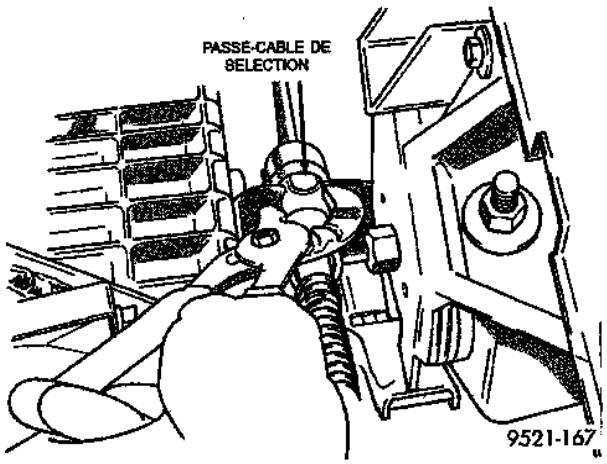
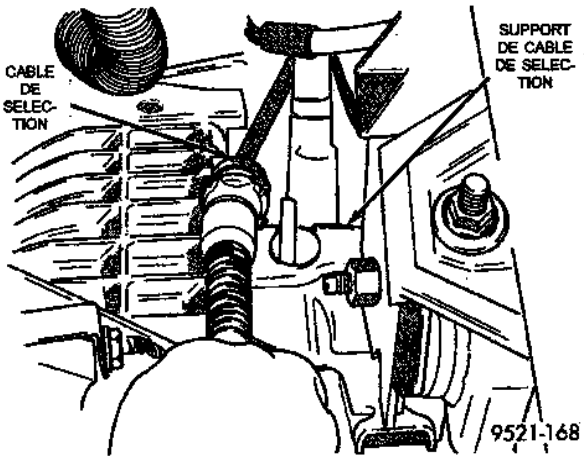

*Fig. 8 Agrafes de passe-câble*
*Fig. 9 Dépose du câble du support*
(2) Utiliser une pince pour pincer les oreilles de la fixation de la gaine de câble au support de montage (Fig. 8) et pousser à travers le trou pour la dépose (Fig. 9).